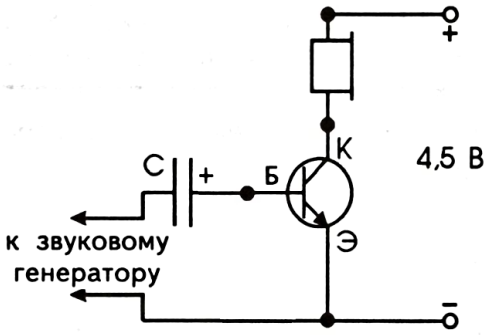

Рис. 8
4. Отключите цепочку резисторов **R1, R2** в цепи базы и наблюдайте осциллограмму сигналов, усиленных транзистором, работающим без напряжения смещения на эмиттерном переходе (рис. 8). Удостоверьтесь, что транзистор *n-p-n*-типа работает как выпрямитель, пропуская только положительные полуперио-